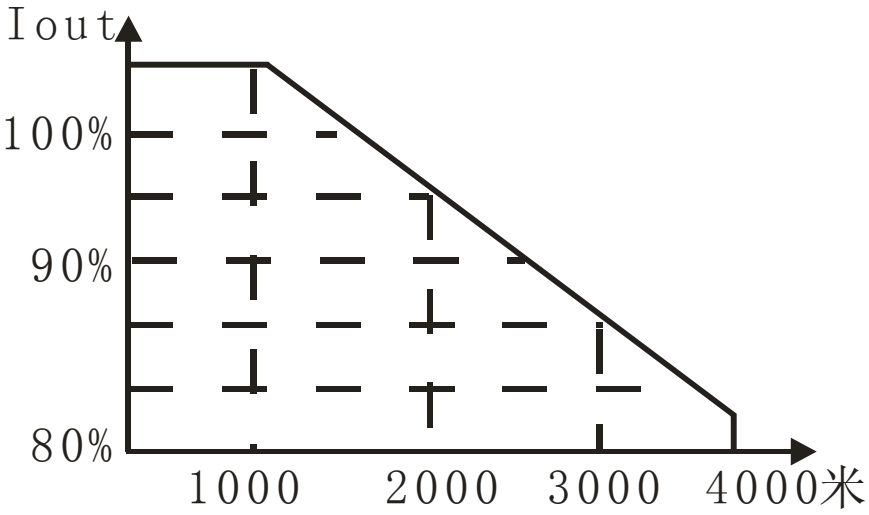

图1-4 变频器降额曲线图
- 在海拔高度超过1000米的地区，由于空气稀薄，变频器的散热效果会变差，此时需降额使用。一般每升高1000m需降额10％左右。降额曲线参见图1-4。